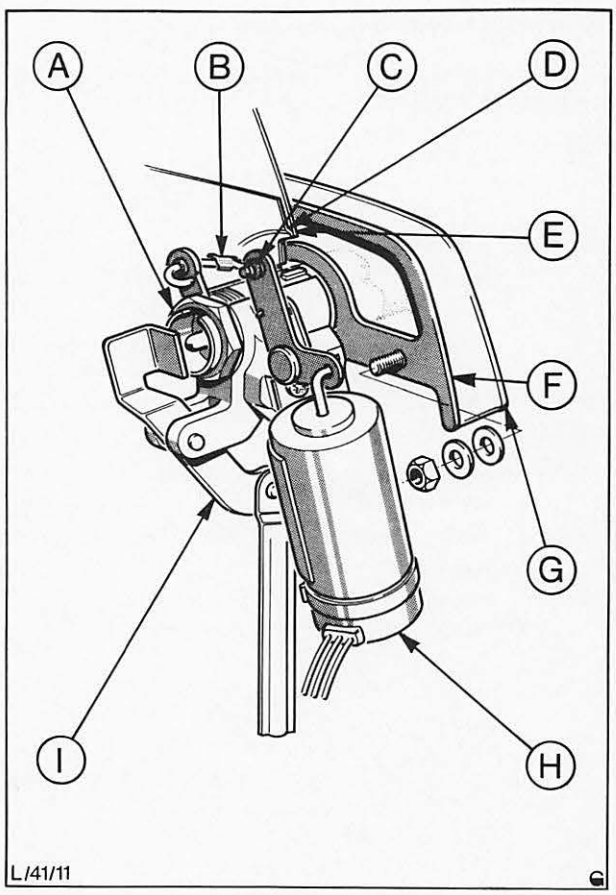

Abb. 59 Schloß – Rückwandtür (Zentralverriegelung)
3. Gestänge durch Lösen der Federklammer vom Schloß trennen. (Nur bei Zentralverriegelung, Abb. 59.)
4. Schrauben (3) entfernen, Schloß von der Rückwandtür lösen und mit Betätigungsgestänge komplett ausbauen.